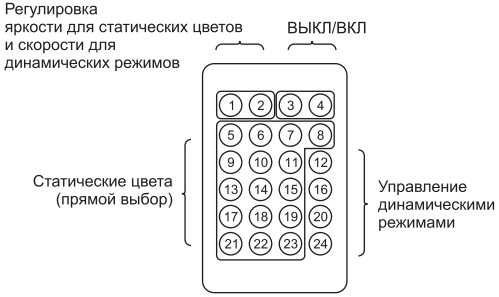

Рисунок 15 – Пульт дистанционного управления контроллера LSC2-RGB-072-IR-20-12-W
5.11 Управление контроллером RGB LSC2-RGB-072-IR-20-12-W осуществляется по инфракрасному каналу с помощью пульта дистанционного управления (рисунок 15).